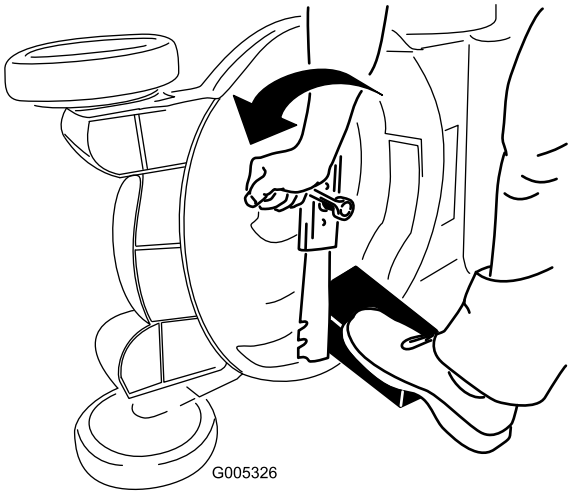

Figur 46
3. Brug en træklods til at holde kniven fast (Figur 46).
4. Afmonter kniven, men gem alle monteringsbolte og -møtrikker (Figur 46).